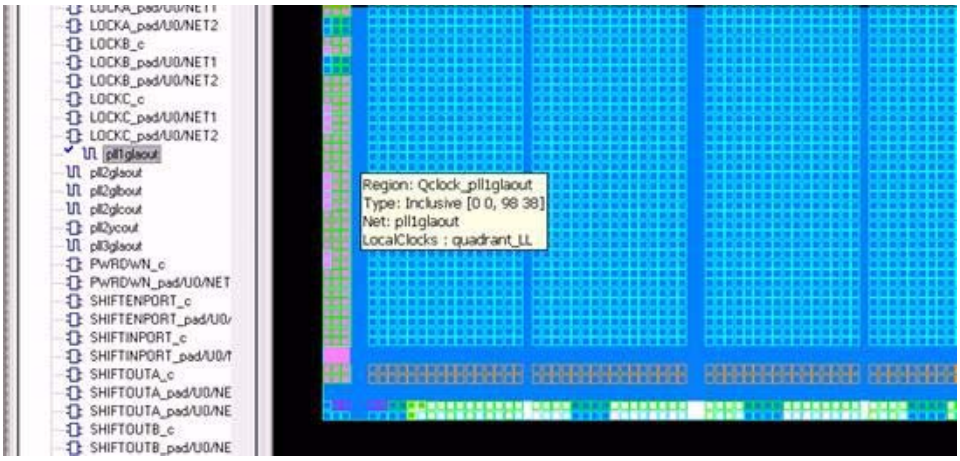

***Figure 4-29* • Quadrant Clock Assignment for a Global Net**
- Use quadrant global region assignments by finding the clock net associated with the CCC macro under the Nets tab and creating a quadrant global region for the net, as shown in Figure 4-29.